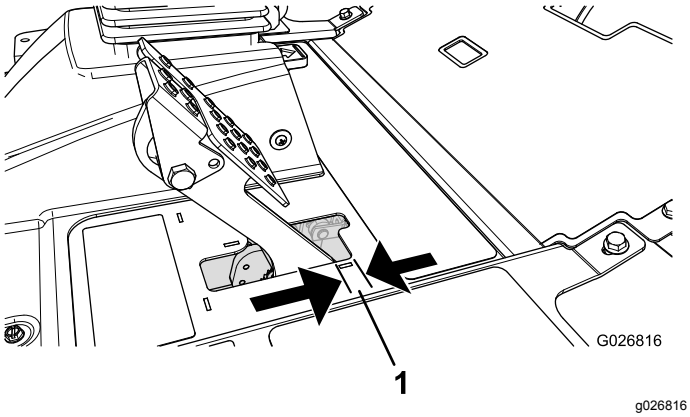

**Figur 71**
Justera bromsarna om bromspedalen har mer än 2,5 cm fritt spel (Figur 71) eller om större fasthållningskraft krävs. Det fria spelet är det avstånd bromspedalen förflyttar sig innan bromsmotståndet känns av.
2. Dra åt den bakre muttern så att kabeln förs bakåt tills bromspedalerna har ett fritt spel på 0,63–1,27 cm (Figur 71) innan hjulen låses.